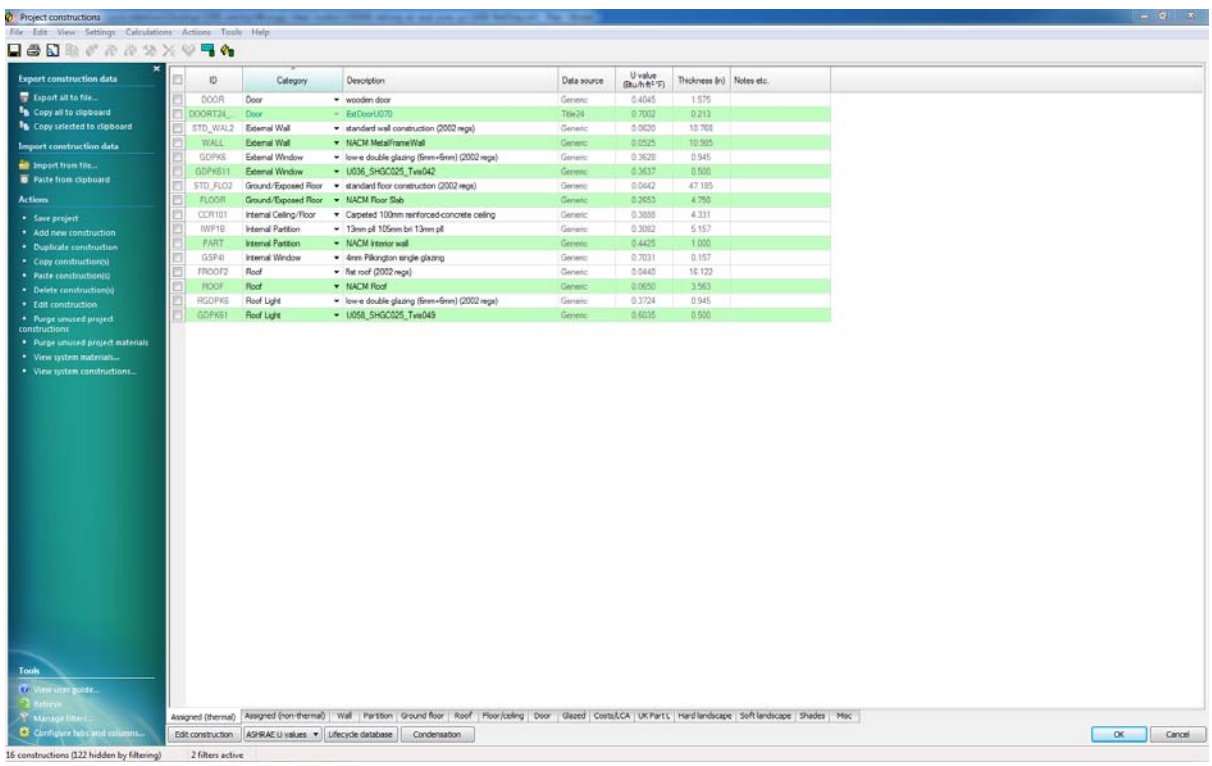

Figure 17 – Constructions Database default view
- Click “Tools” at the top of the Project Constructions dialog (Figure 17)